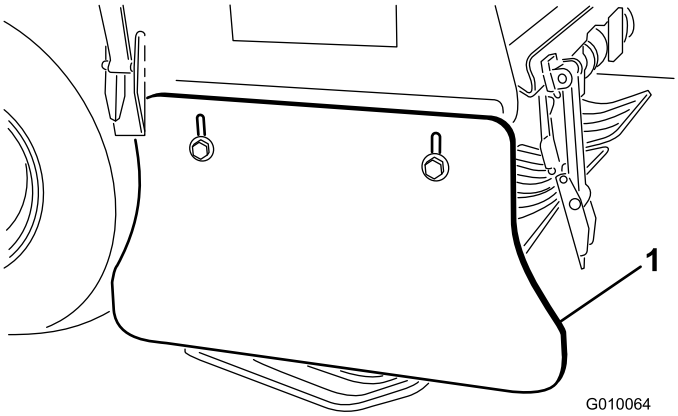

**Figur 62**
1. Lossa bultarna och muttrarna som håller fast sidoskydden på ramen (Figur 62).